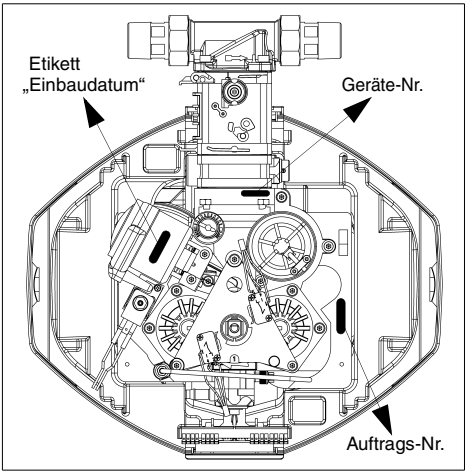

Abb. 12: Geräte- und Auftrags-Nr. sowie Etikett „Einbaudatum“
– Das Einbaudatum auf dem Etikett eintragen (siehe Abb. 12).